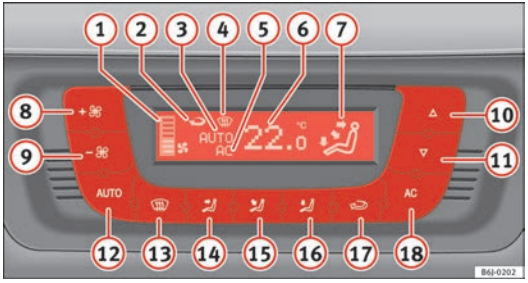

Fig. 91 Mandos del Climatronic en el tablero de instrumentos
– Pulse las teclas (10) y (11) ⇒ fig. 91 para ajustar la temperatura.
(1) Indicador del nivel del ventilador.
(2) Indicador de la función de recirculación de aire
(3) Indicador **AUTO** (Funcionamiento automático)
(4) Indicador de desempañado
– Pulse la tecla AUTO. Se visualiza la indicación ⇒ página 130, fig. 91 7.
– Pulse las teclas 10 y 11 ⇒ página 130, fig. 91 para ajustar la temperatura deseada en el habitáculo. Se recomienda ajustar una temperatura de 22°C (72°F).
– Pulse una de las teclas ⇒ página 130, fig. 91 (14) a (16) o presione el regulador del ventilador (8) y (9). Se apaga la indicación (3).
El ventilador puede ajustarse por medio de las teclas (8) y (9) ⇒ página 130, fig. 91. Si el ventilador está apagado (en la pantalla no se indica ningún nivel (1)) y sigue presionando la tecla (9), se apaga el Climatronic. En tal caso aparecerá **OFF** en la pantalla.
– Pulse la tecla [illegible] para conectar o desconectar la recirculación de aire. Está conectada si aparece el símbolo ⇒ página 130, fig. 91 en la pantalla.